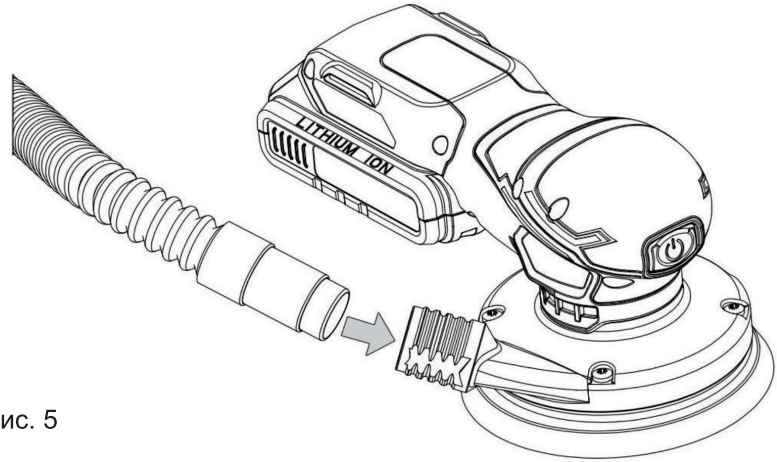

Рис. 5
Для подключения к пылесосу подсоедините шланг к патрубку (1) (внешний диаметр 27,6 мм, внутренний диаметр 21,7 мм) шлифмашины. Другой конец шланга подключите к строительному пылесосу (рис. 5).